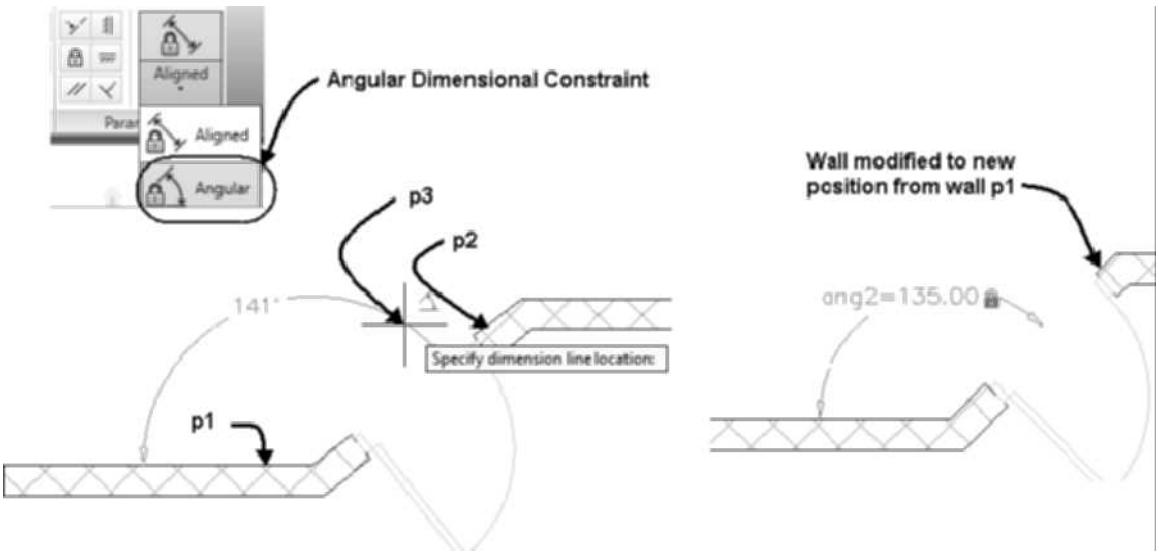

FIGURE 2.58 *Creating an Angular dimensional constraint*
Ribbon	Select a wall to display the Wall contextual tab. Choose **Angular** from the dimensional constraint flyout of the Parametric panel (refer to Figure 2.58).
*(Select wall at **p1** as shown in Figure 2.58. Choose Aligned from the Parametric panel of the Wall contextual tab.)*